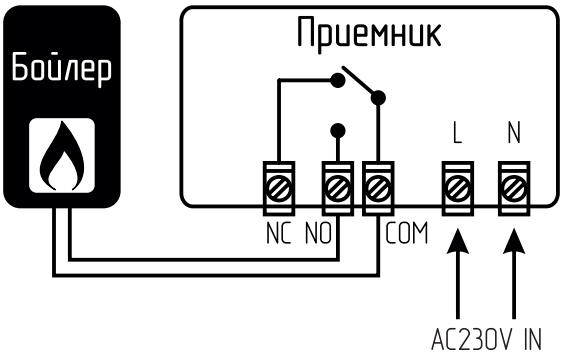

Рис.7 Схема подключения приемника терморегулятора ZOTA ZT-20W Wi-Fi.
5.4.3. Подсоедините кабели к радиочастотному переключателю, как показано на схеме подключения (см. Рис.7).